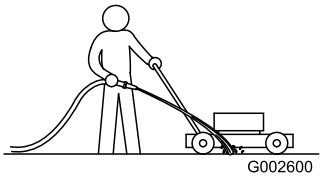

Figur 48
1. Spruta en vattenstråle framför det **högra** bakhjulet medan motorn är igång och gräsklipparen befinner sig på en plan stenbelagd yta (Figur 48).